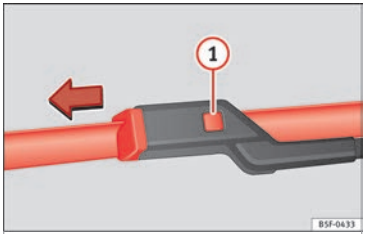

Fig. 90 Changing the windscreen wiper blade.
- Press the securing tab down (1) ››› Fig. 90.